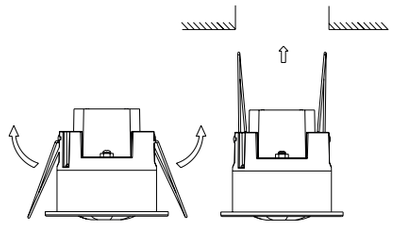

fig.2
- Levante los muelles metálicos del detector y, manteniéndolos levantados (fig 2) introduzca en detector en el agujero previamente practicado. Los muelles volverán a su posición, fijando el detector en su emplazamiento.